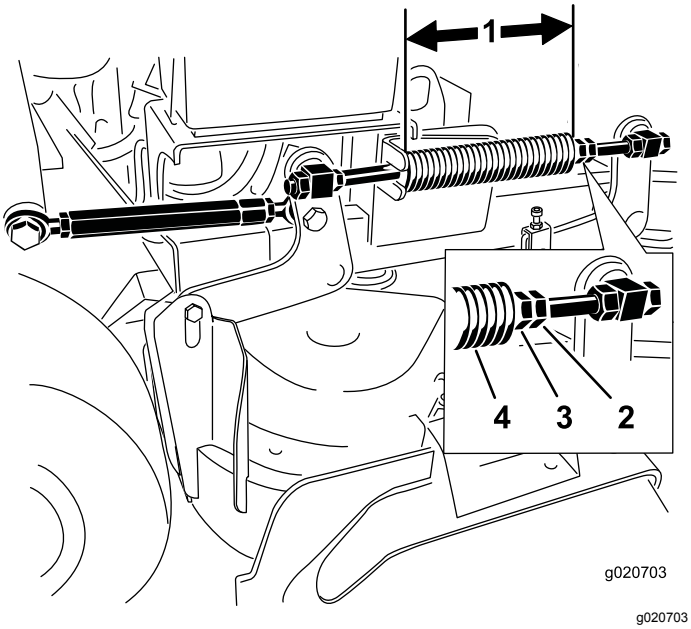

Figuur 87
Opmerking: De nominale lengte bedraagt 28,2 cm voor maaidekken van 91 cm en 25,7 cm voor maaidekken van 102 cm (Figuur 87).
3. Stel deze afstand in door de contramoer van de veer los te maken en de moer aan de voorkant van elke veer te verdraaien (Figuur 87).
4. U borgt de moer in deze stand door de contramoer van de veer vast te draaien (Figuur 87).